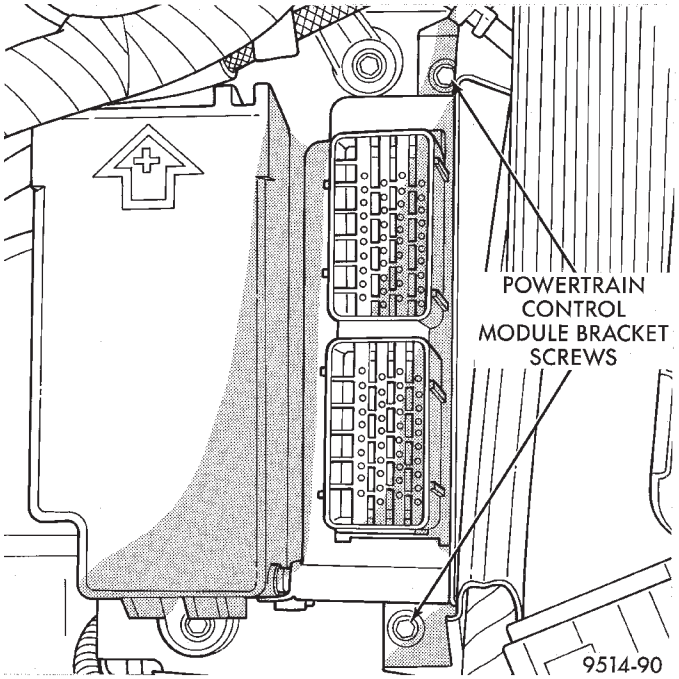

Fig. 32 PCM Bracket Screws
(2) Disconnect both 40-way connectors from PCM.
(3) Remove screws attaching PCM to bracket (Fig. 32).